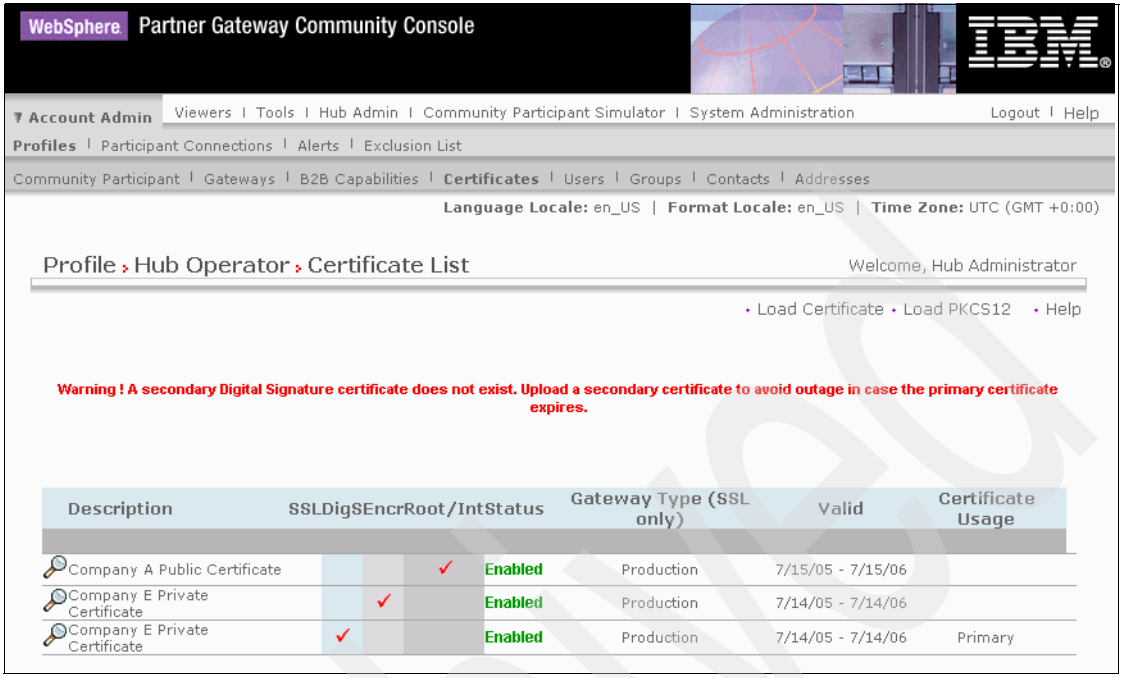

Figure 13-19 List of certificates under the Hub Operator profile
4. You should now see the list of certificates that are currently used by Company E as shown in Figure 13-19 on page 441. Click **Load Certificate**.